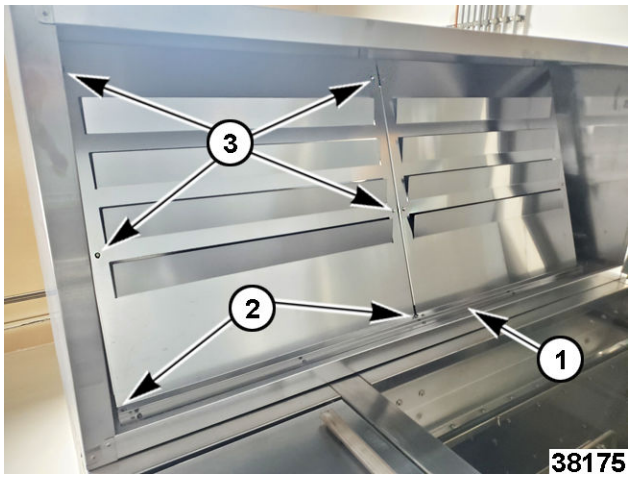

Fig. 101
A. Lift panel into hood cavity and place bottom edge (with threaded inserts) behind bottom mounting bracket (1, Fig. 101).
C. Install four 3/4" flat tipped screws (3, Fig. 101) by hand into panel at top mounting bracket locations.
D. Install two 1/2" flat tipped screws (2, Fig. 101) by hand into panel at bottom mounting bracket.